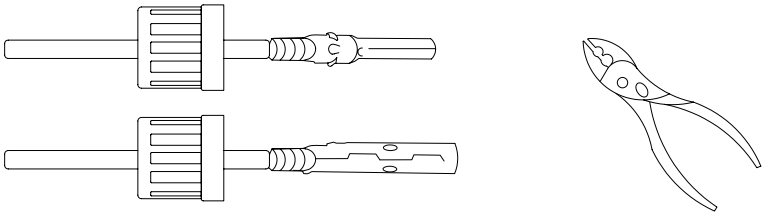

Figure 2.12 Terminal Crimping Diagram
2) Crimp metal terminals with crimping pliers as shown in Figure 2.12.